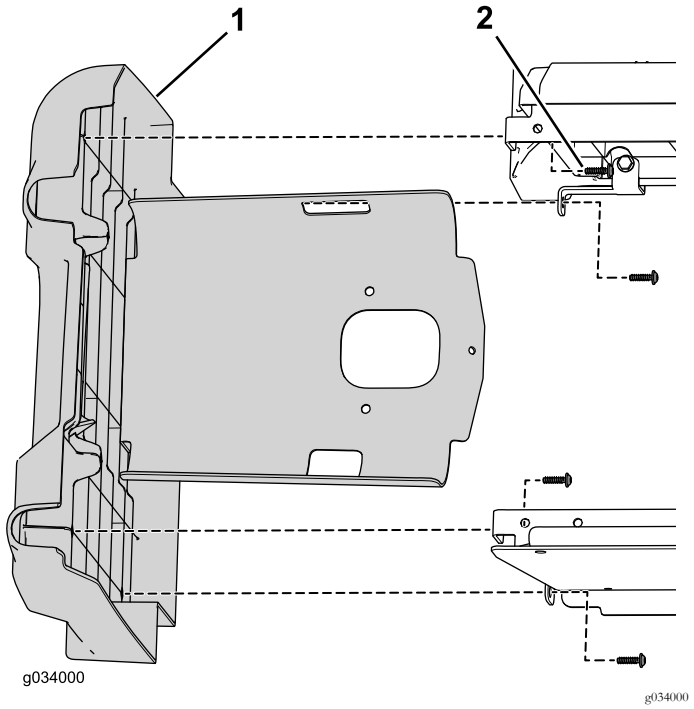
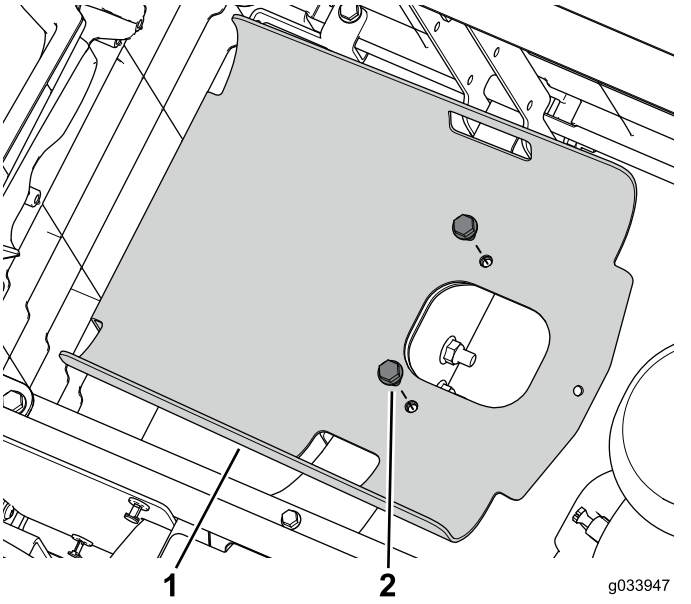

Figure 46
Figure 47
4. Utilisez les fixations que vous avez précédemment déposées pour reposer l'ensemble de panneau gauche d'origine sur les panneaux de socle de siège arrière (Figure 46 et Figure 47).